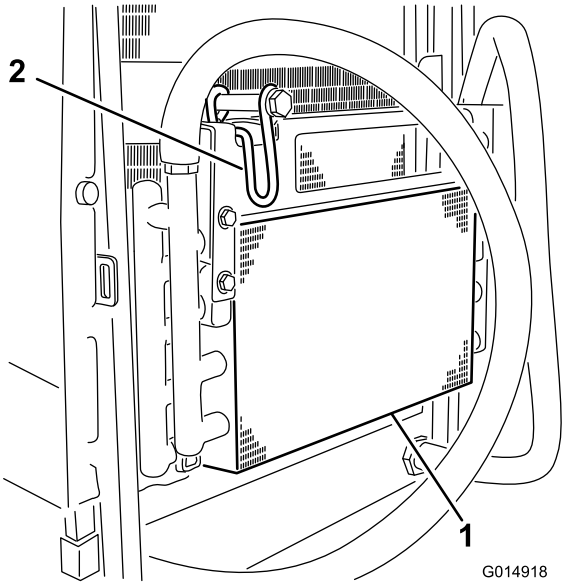

Figur 43
6. Sving låsen innover for å frigjøre oljekjøleren (Figur 43).